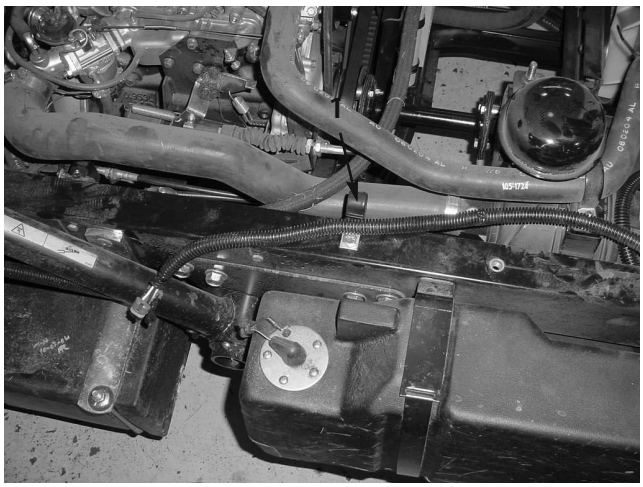

図21
8. キャップスクリュ（3/8–16 x 3/4" ; 1本）を使って、図21のように、J クリップを牽引車両のフレームのレールに取り付ける。そして、このJ クリップを通してハーネスを図21のように配線する。